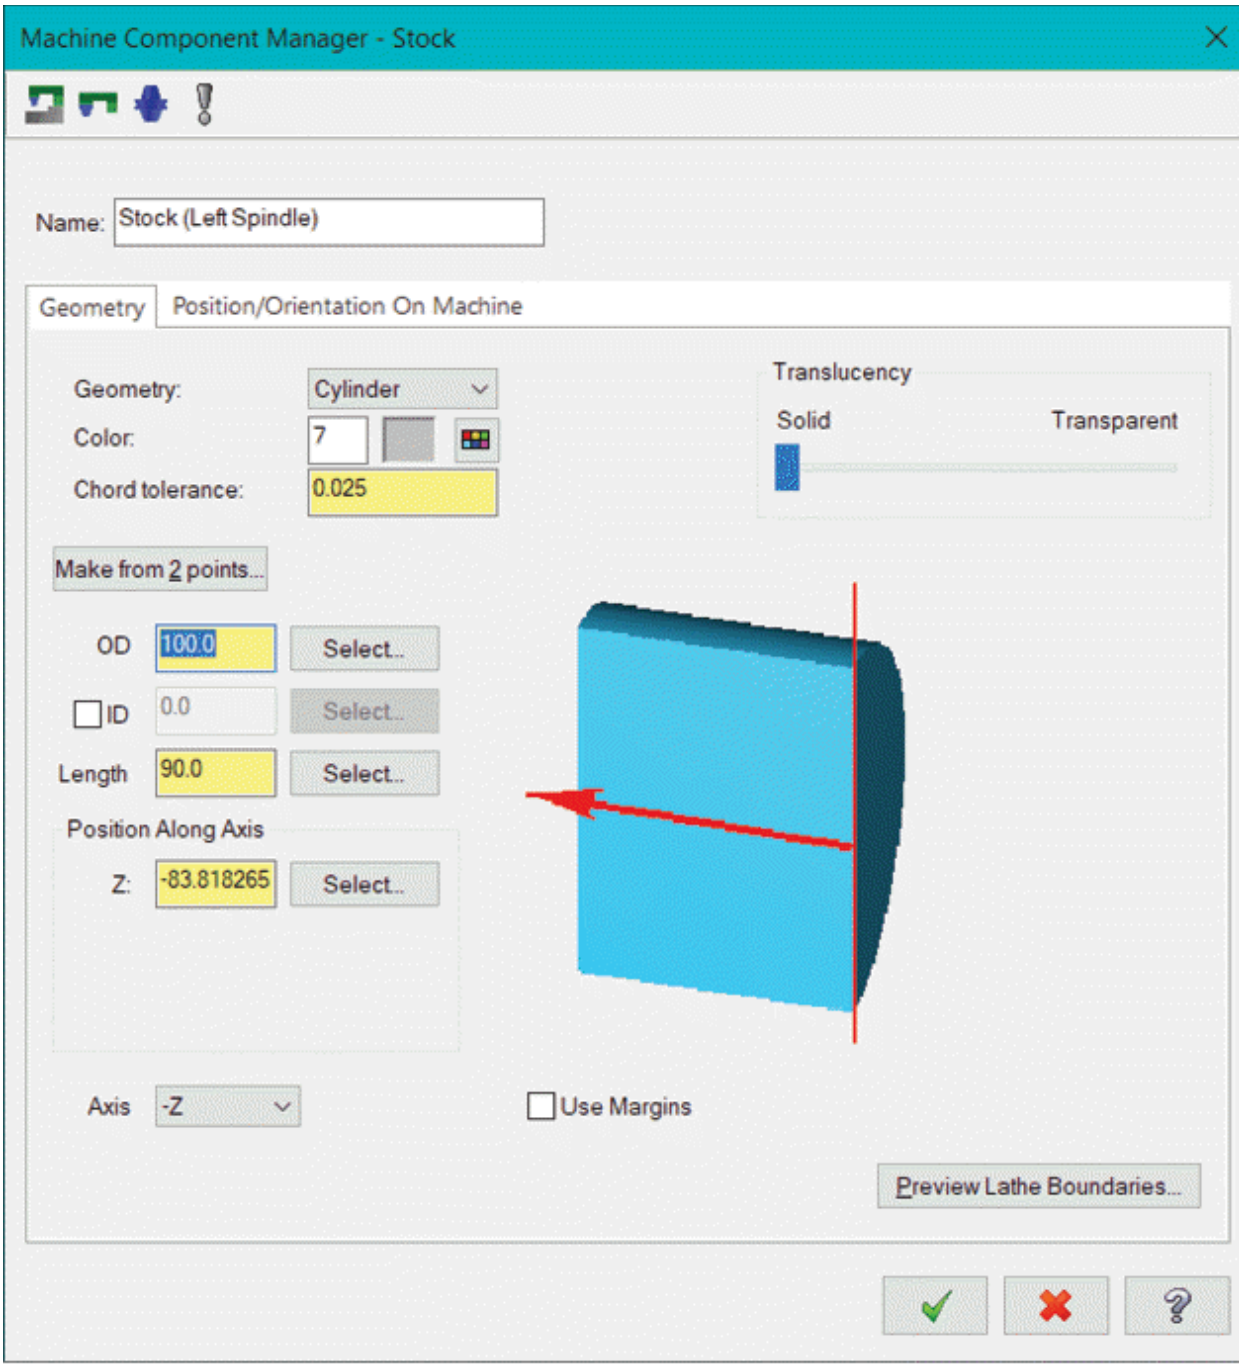

Figure-11. Machine Component Manager-Stock dialog box
- Click on the **Properties** button from **Stock** area of the dialog box. The **Machine Component Manager - Stock** dialog box will be displayed; refer to Figure-11.